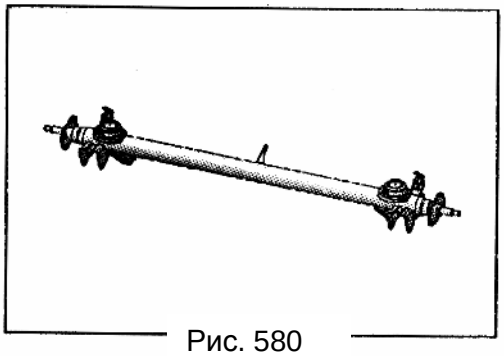

Рис. 580
14) После того, как установлены упоры с обоих концов заднего моста, снимите болты подвески продольного рычага, медленно опустите домкрат и снимите задний мост (Рис. 580).